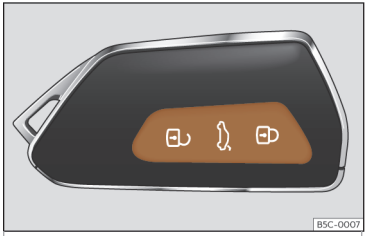

Fig. 79 Chiave con telecomando: tasti.
- Blocco: premere il tasto >>> **fig. 79**.